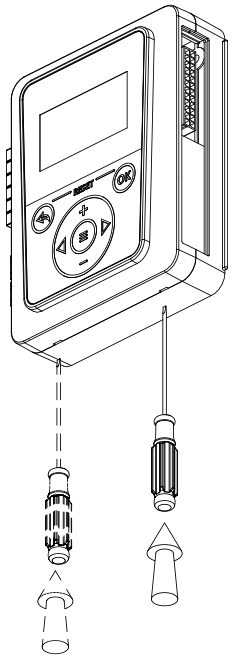

Рис.22 Демонтаж лицевой панели
2. снимите лицевую панель контроллера, ослабив защелки с помощью отвертки (**рис.22**);